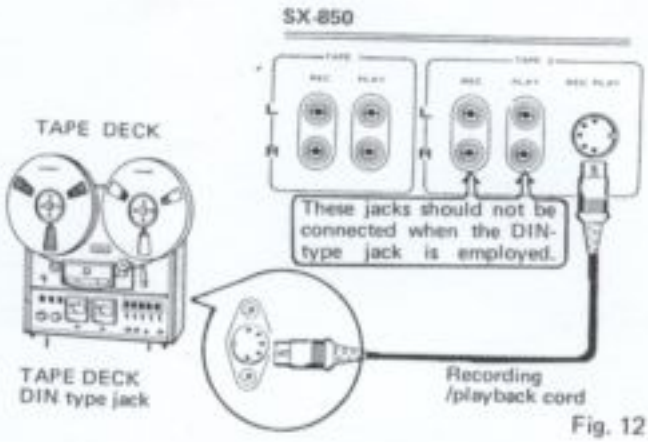

Fig. 12
- When the tape deck is provided with a DIN-type connector for recording and playback, use an optional recording/playback cord (Fig. 12).